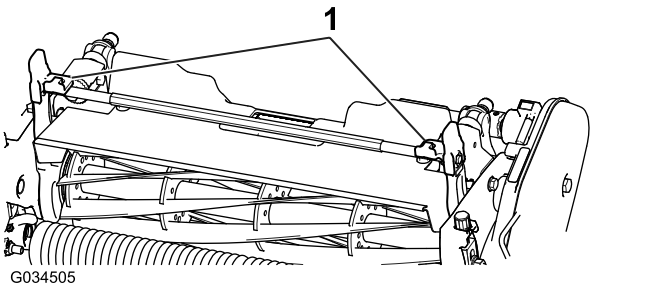
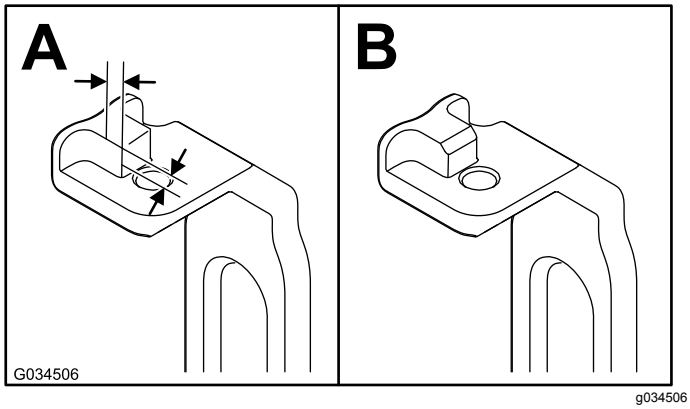

Figuur 4
Figuur 5
2. Meet op beide bevestigingsarmen (Figuur 4) 2.3 mm naar de binnenkant van de lipjes toe en schuur de hoeken vlak zoals getoond in Figuur 5.